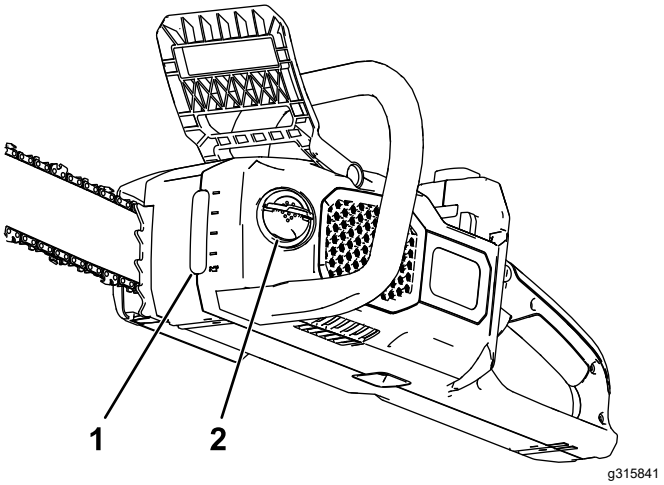

Figura 26
2. Observe el nivel de aceite en la mirilla. Si el aceite no llena la mirilla, añada la cantidad necesaria de aceite para cadenas (Figura 26).
4. Limpie la zona alrededor del tapón de aceite (Figura 26).
5. Abra la tapa del tapón de aceite, retire el tapón y vierta aceite para cadenas en la motosierra hasta que el aceite llene el depósito (Figura 26).